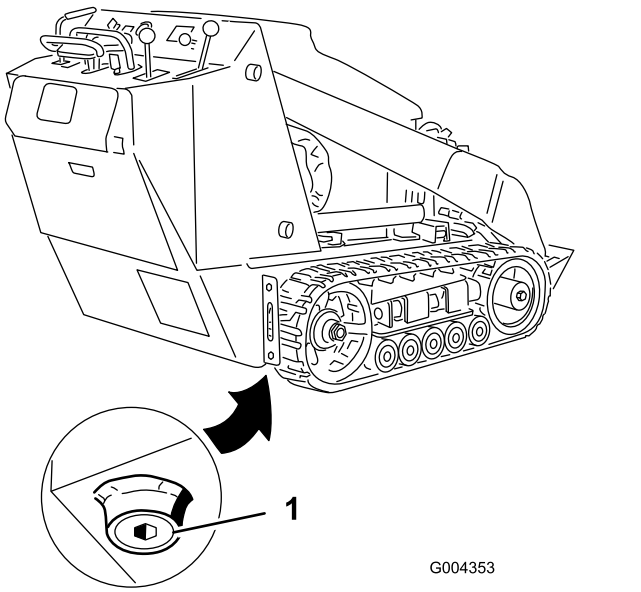

Figura 33
4. Retire el tapón de vaciado (Figura 33).